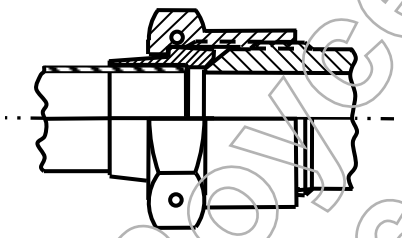

FIGURE 16 – TUBE AND HOSE COUPLING NUT
- Tube and hose coupling nuts. See Figure 16.